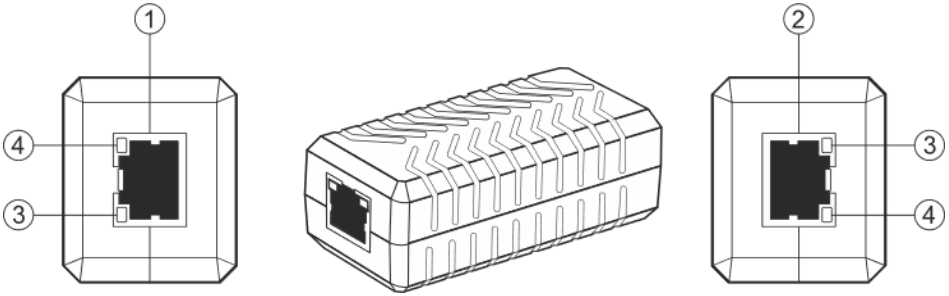

Рисунок 2 — Общий вид изделия
- Световая индикация «PoE» и «Ethernet» (Рисунок 2).